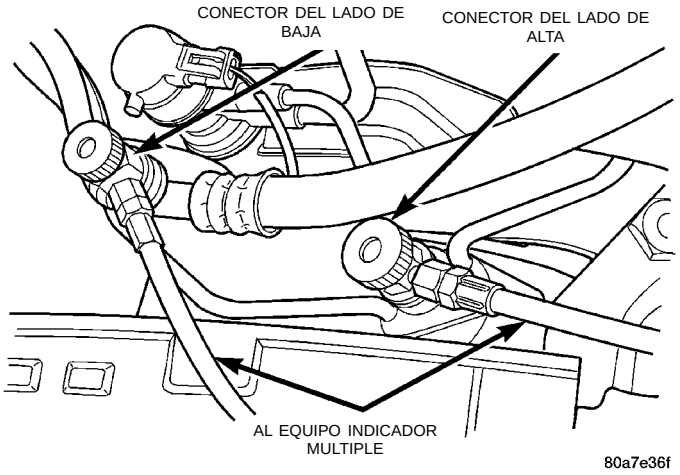

Fig. 18 Acoplamiento de la máquina de recuperación de refrigerante
(1) Conecte un puesto de carga, máquina de recuperación de refrigerante y un indicador múltiple con bomba de vacío (Fig. 18).